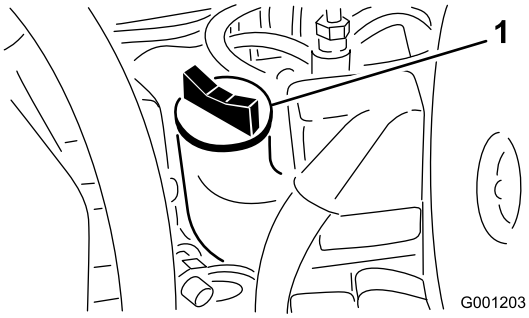

Figur 22
3. Hvis olieniveauet er under FULL-mærket, skal du fjerne påfyldningsdækslet (Figur 22) og fylde olie på, indtil niveauet når FULL-mærket. **Fyld ikke for meget på.**.